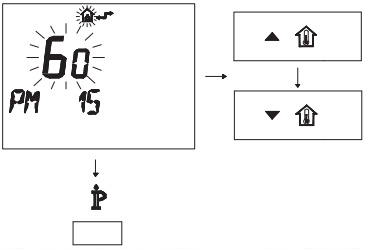

Fig. 7.13
- Modify the programmed SET by acting on buttons ▲ or ▼ until **a setting of 60** is displayed, wait for the number programmed to flash (Fig. 7.13)